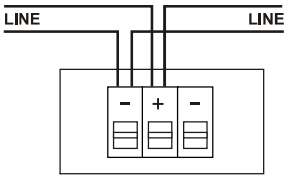

Fig. 4: Elektrischer Anschluss
1. Schließen Sie die Melderlinie gemäß Fig. 4 an:
1. Connect the detector lines in accordance with Fig. 4: